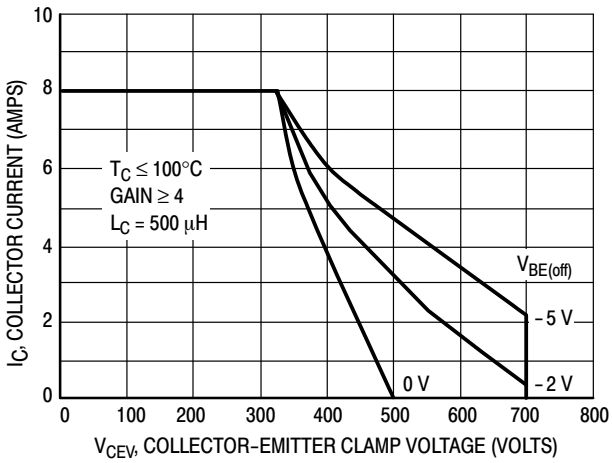

Figure 7. Maximum Reverse Bias Switching Safe Operating Area
Use of reverse biased safe operating area data (Figure 7) is discussed in the applications information section.
For inductive loads, high voltage and current must be sustained simultaneously during turn−off, in most cases, with the base to emitter junction reverse biased. Under these conditions the collector voltage must be held to a safe level at or below a specific value of collector current. This can be accomplished by several means such as active clamping, RC snubbing, load line shaping, etc. The safe level for these devices is specified as a Reverse Bias Safe Operating Area (Figure 7) which represents voltage−current conditions that can be sustained during reverse biased turn−off. This rating is verified under clamped conditions so that the device is never subjected to an avalanche mode.
3. The base drive conditions are within the specified limits shown on the Reverse Bias SOA curve (Figure 7).